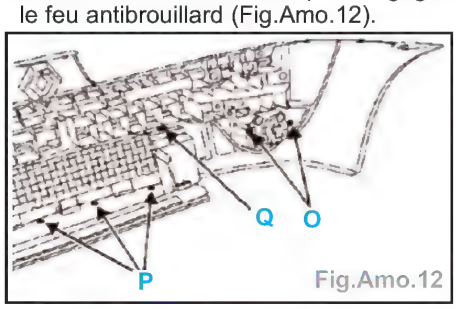

Fig.Amo.12
- Déposer les 2 vis de fixation (O), débrancher le connecteur puis dégager le feu antibrouillard (Fig.Amo.12).